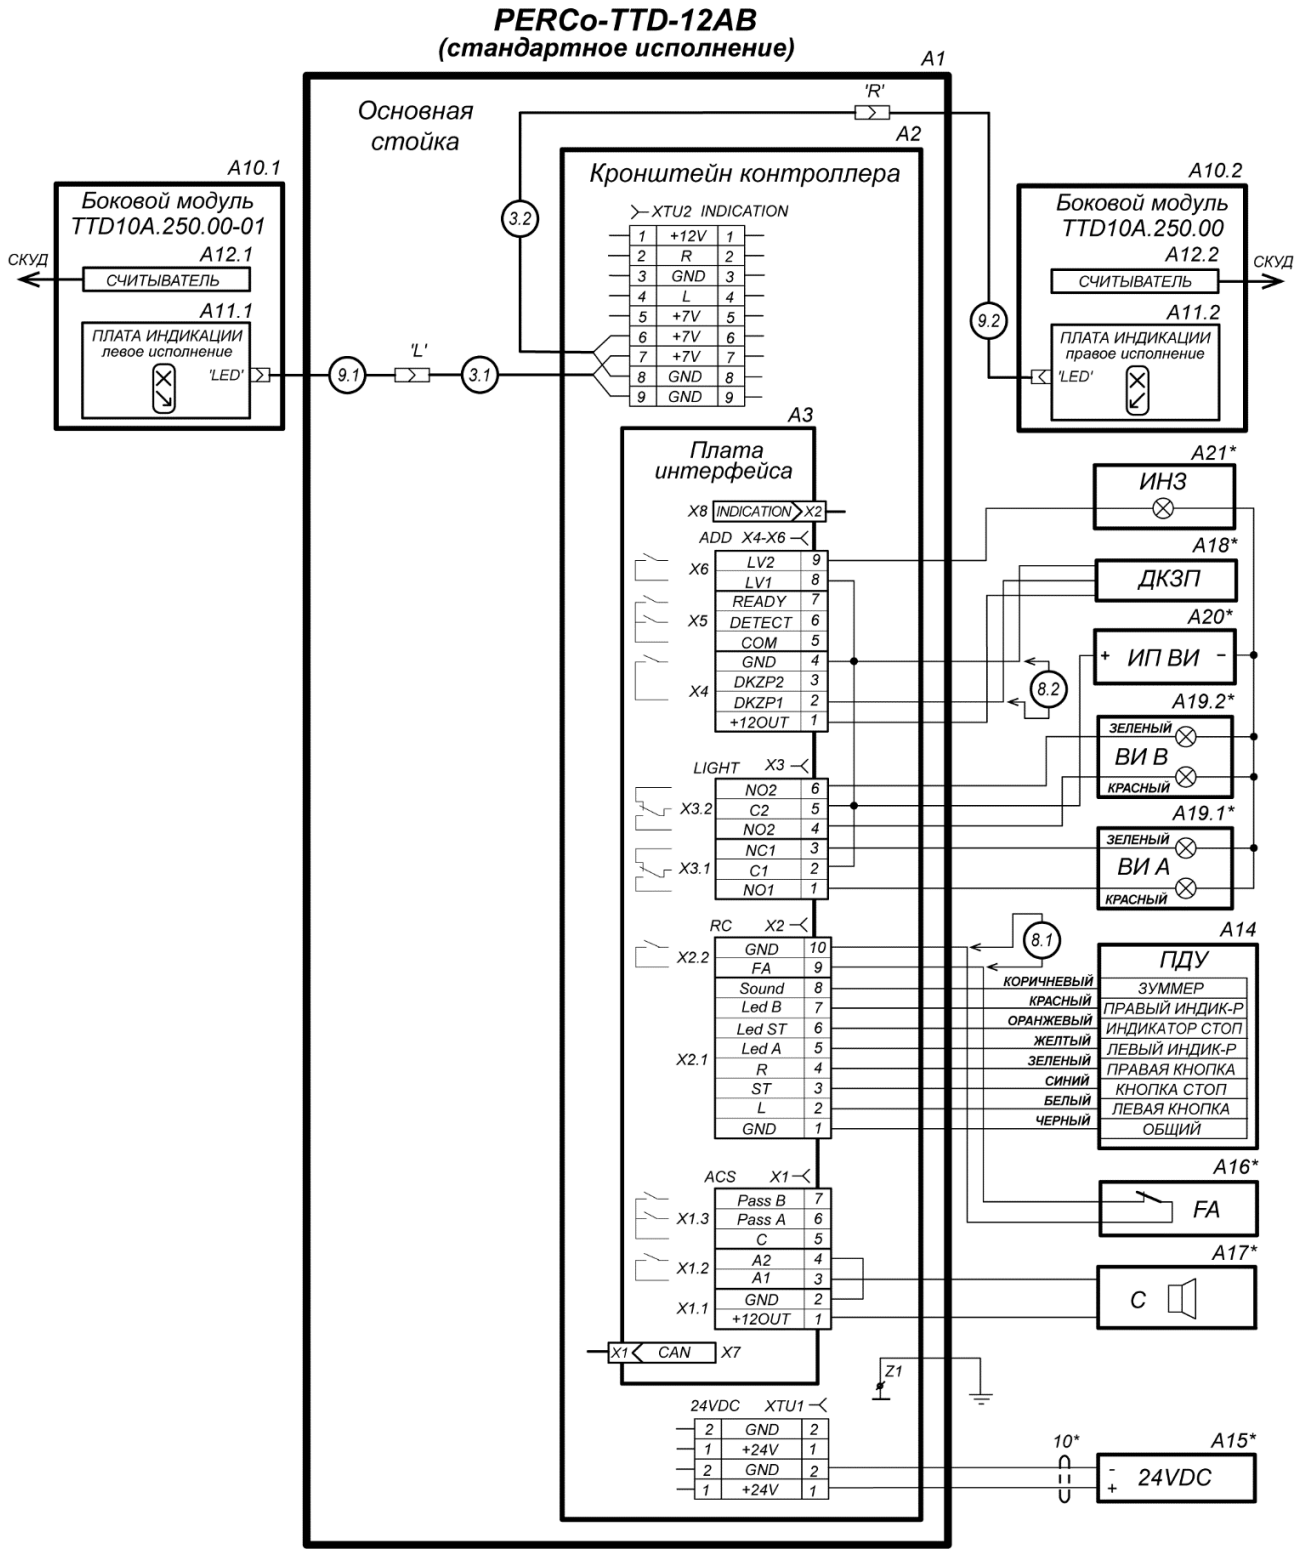

Рисунок 16. Схема соединений турникета и дополнительного оборудования для стандартной модификации *PERCo-TTD-12AB*[1]
Подключение ДКЗП производится к контактам клеммной колодки ***X4***, а сирены – к клеммной колодке ***X1*** платы интерфейса (10) согласно схеме электрических соединений (рис. 16, 17).
[2] На схеме рис. 16 показан один из вариантов подключения питания картоприемника, кабель питания в комплект поставки не входит.